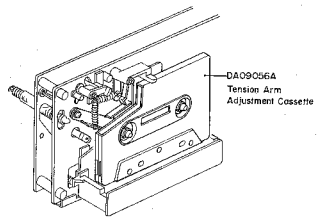
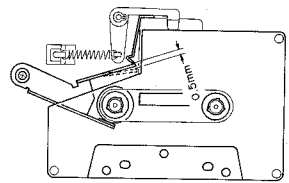

Fig. 4.13
Fig. 4.14
Refer to Figs. 4.13 – 4.16.
(1) Load the Tension Arm Adjustment Cassette (DA 09056A) referring to Fig. 4.13.
(2) Set the Cassette Deck in play mode.
(3) Bend the Back Tension Arm with pliers so that the gap between the Cassette Holding Spring assembled with the Head Base Ass'y and the Back Tension Arm becomes 0.5 mm as shown in Fig. 4.14. Do not bend the pointed end of the Back Tension Arm.